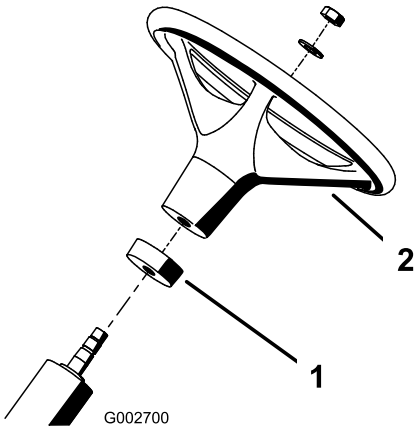

Figuur 2
2. Schuif de schuimrubberen kraag op de stuuras (Figuur 2).
3. Schuif het stuurwiel op de stuuras (Figuur 2).
4. Zet het stuurwiel vast aan de stuuras met een ring en een borgmoer (Figuur 2). Draai de borgmoer vast met een torsie van 27–35 Nm.